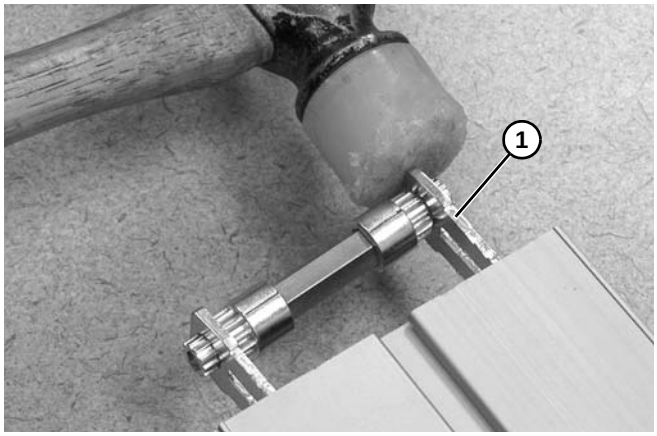
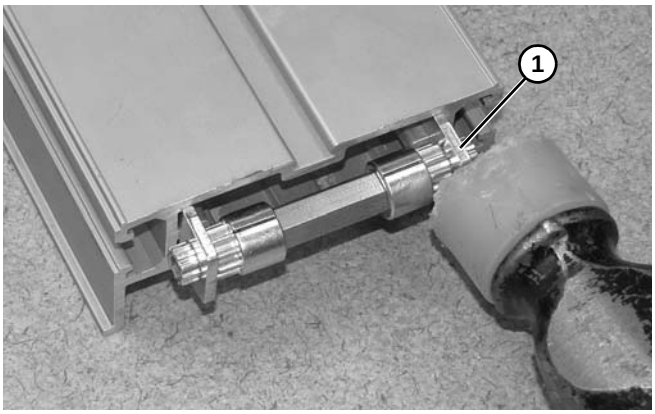

Figure 103
Figure 104
8. Taper sur les plaques de retenue **(Figure 103, élément 1) et (Figure 104, élément 1)** avec un marteau jusqu'à ce que l'ensemble soit complètement installé.